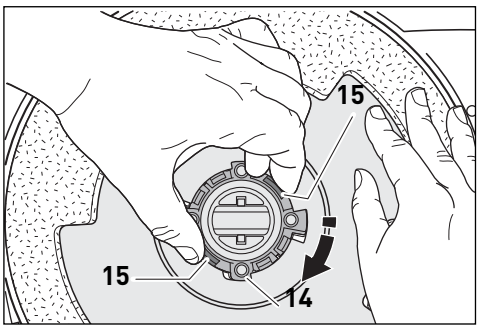

Figure 9
Pour insérer un nouveau patin, disposez-le (13) sur le dispositif de retenue (14), en vous guidant avec les encoches pour une position correcte. Pressez le patin sur son dispositif de retenue (14) jusqu'à ce qu'il se bloque. Ensuite, pressez les onglets du dispositif de retenue (15) entre l'index et le pouce et faites pivoter le patin dans le sens des aiguilles d'une montre jusqu'à ce qu'il se bloque à nouveau (figure 9).